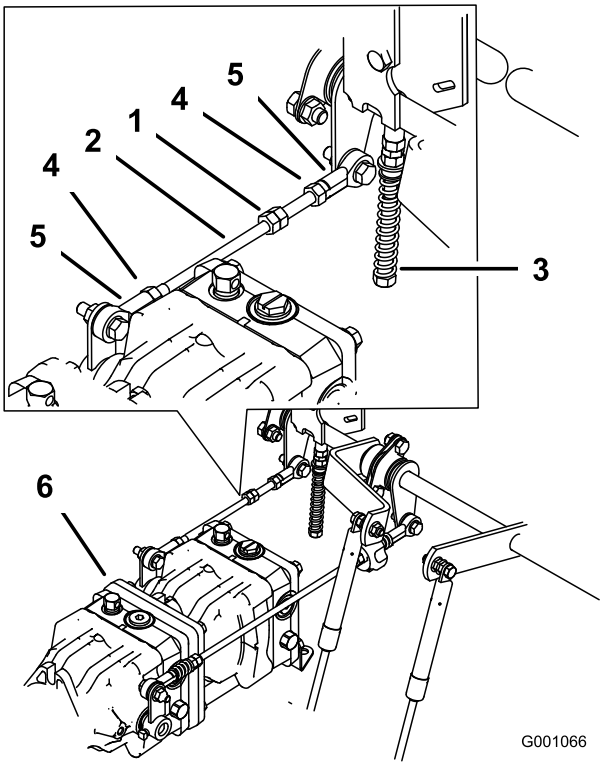

**Figuur 79**
1. Draai de borgmoeren op de kogelverbinding op de bedieningsstang van de pomp los (Figuur 79).
3. U stelt de lengte van de pompstang af door de dubbele moeren op de stang in de juiste richting te draaien, totdat de het wiel stil staat of iets achteruit kruipt (Figuur 79).
6. Draai de borgmoeren op de kogelverbindingen vast (Figuur 79).